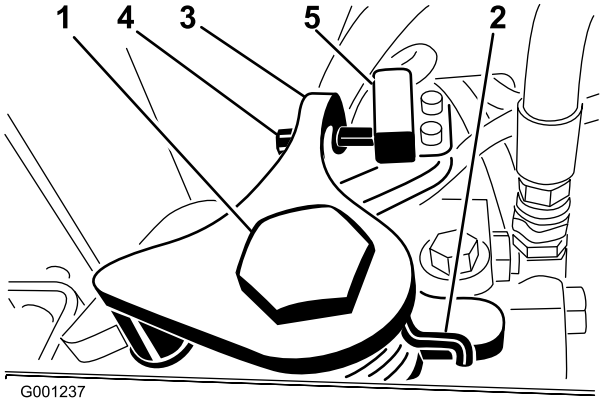

Figur 57
3. Løsn holdeskruen modsat traktionsjusteringsknasten (Figur 57).
7. Juster skruen på returneringsarmen til neutral (Figur 57), indtil afstanden mellem enden af skruen og kontakten er 2,3–3,8 mm.